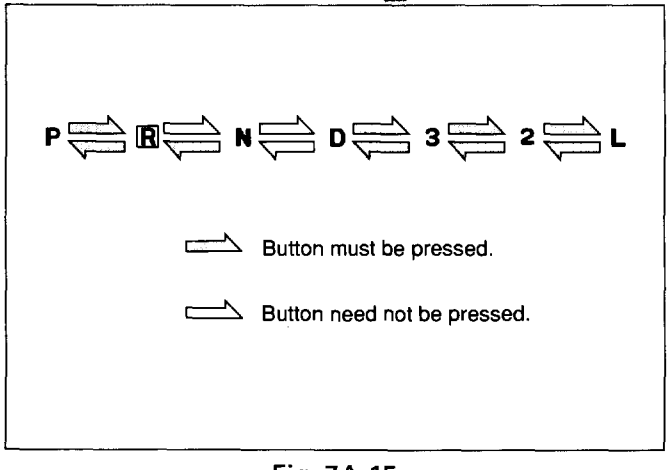

Fig. 7A-15
2. Check to see if the shifter lever can be shifted as shown in Fig. 7A-15.